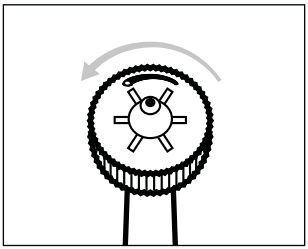

Abb.4
- Drehen Sie den Düsenregler ❶ mit den Fingern gegen den Uhrzeigersinn für einen Einzelstrahl zur gezielten Entfernung von Speiseresten an schwer erreichbaren Stellen (siehe Abb. 4 und 5).